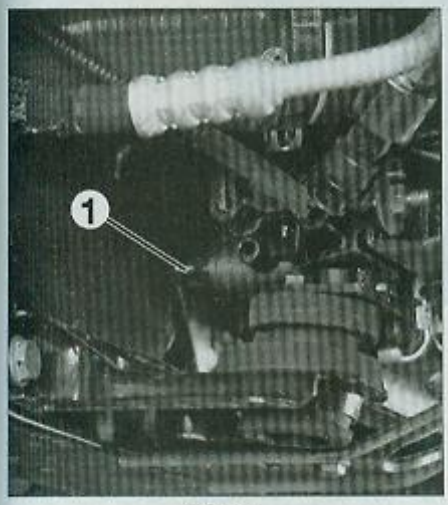

FIG. 21
- Ouvrir le bouchon de vidange (1) de liquide de refroidissement situé en bas à droite du radiateur (Fig.21).